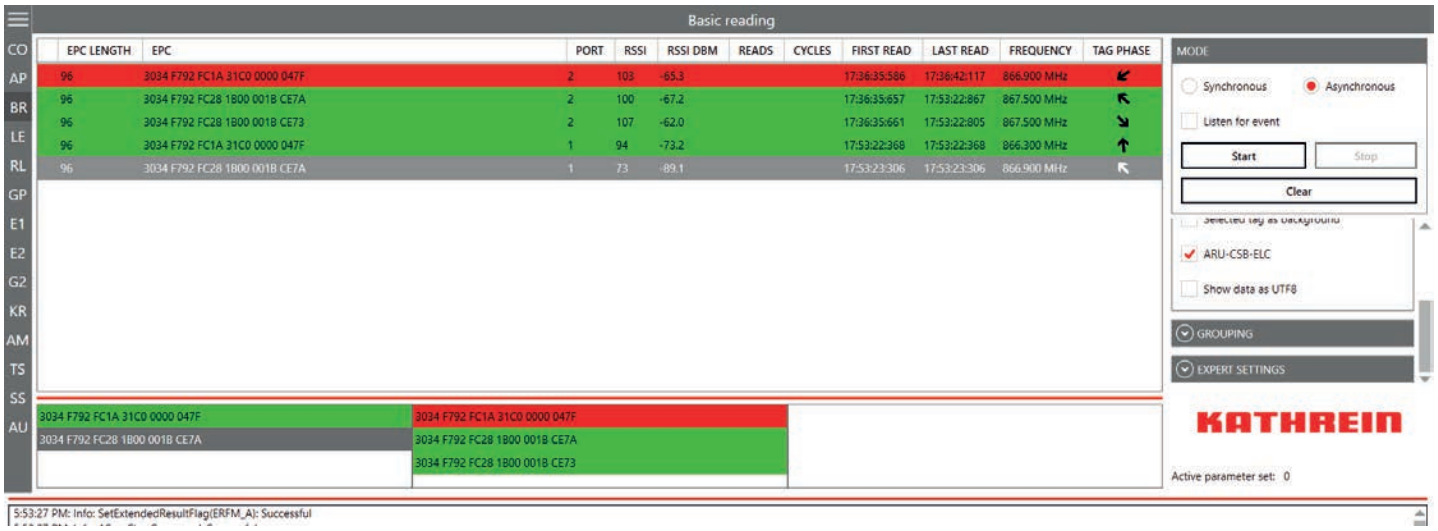

Fig. 58: Basic reading: ARU-CSB-ELC
②		enters and shows RGB values
③	*Function*	selects between the functions described in *Selecting Functions, p. 104*
④	*First antenna*	the first antenna for the selected function
⑤	*Last antenna*	the last antenna for the selected function
⑥	*Turn-off time*	sets the time for how long LED is on for the selected function
⑦	*Brightness (live)*	changes the LED brightness for all active LEDs (between 0 (auto brightness determined by the integrated light sensor) and 100) ► Move the brightness position along the bar to change the brightness of the LED. ⇨The number at ⑧ changes.
⑧		changes the LED brightness (between 0 and 100) ► Click + or – to change the brightness of the LED.
⑨	*Get*	shows the current settings for all LEDs
⑩	*Set*	sets the new settings for all LEDs for which the settings have been altered
► Click on the arrow (③ in *Fig. 58, p. 105*) to select between the following functions: